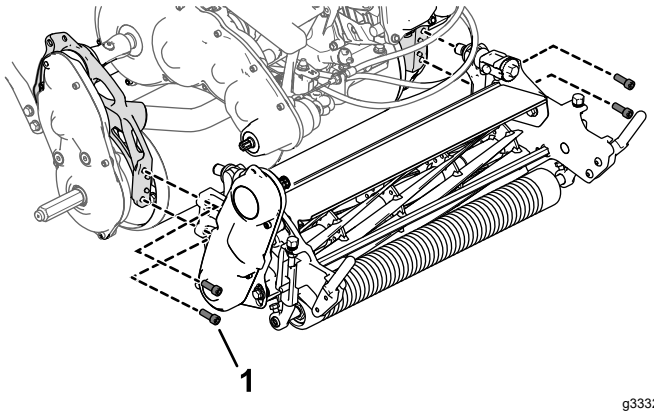

Figur 6
1. Brug 4 unbrakoskruer til at montere klippeenheden på maskinen (Figur 6).